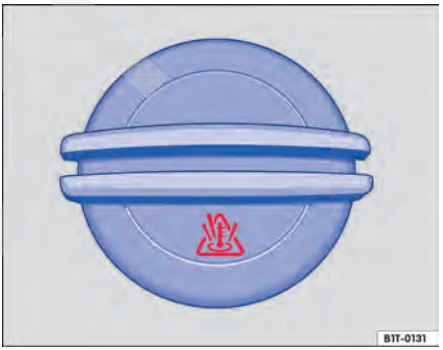

Fig. 129 No compartimento do motor: tampa do reservatório de expansão do líquido de arrefecimento do motor.
– O reservatório do líquido de arrefecimento do motor é reconhecido pelo símbolo na tampa → Fig. 129.